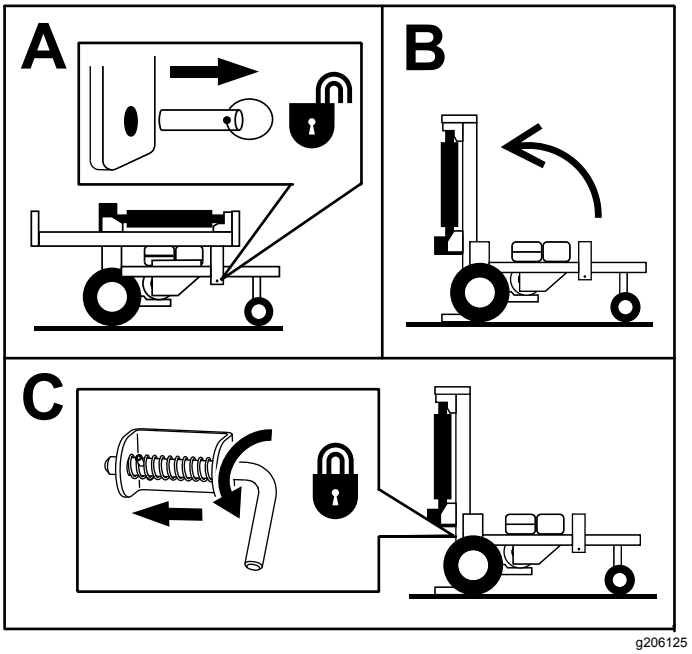

Figure 10
3. Retirez la goupille de verrouillage (Figure 10).
4. Faites pivoter le rail en position verticale, en appui contre la base de la machine (Figure 10).
5. Tournez le levier de verrouillage de la position verticale en position fermée pour bloquer le rail inférieur en place (Figure 10).